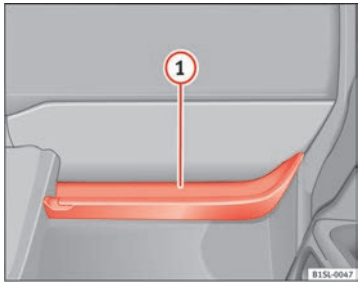

Fig. 74 Open storage compartment on the passenger side.
In the open storage compartment there is a hook for bags ⇒ fig. 74 (1).